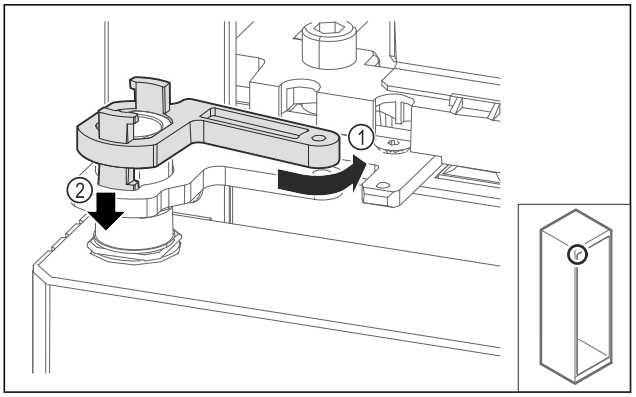

Fig. 63
▶ Rotiți înapoi ușor închizătorul de blocare al suportului de lagăr *Fig. 63 (1)*, apăsați în jos *Fig. 63 (2)* și blocați în colțarul balamalei.